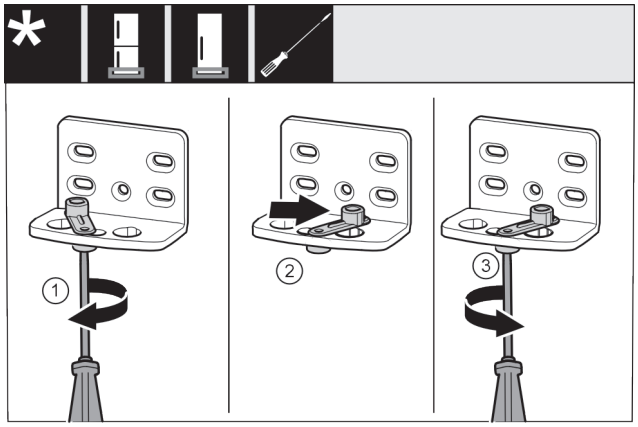

Fig. 13
▶ Desfaceți șurubul *Fig. 13 (1)* cu șurubelnița.
▶ Ridicați dispozitivul auxiliar de închidere a ușii *Fig. 13 (2)* și rotiți-l cu 90° spre dreapta în orificiu.
▶ Înșurubați ferm șurubul *Fig. 13 (3)* cu șurubelnița.